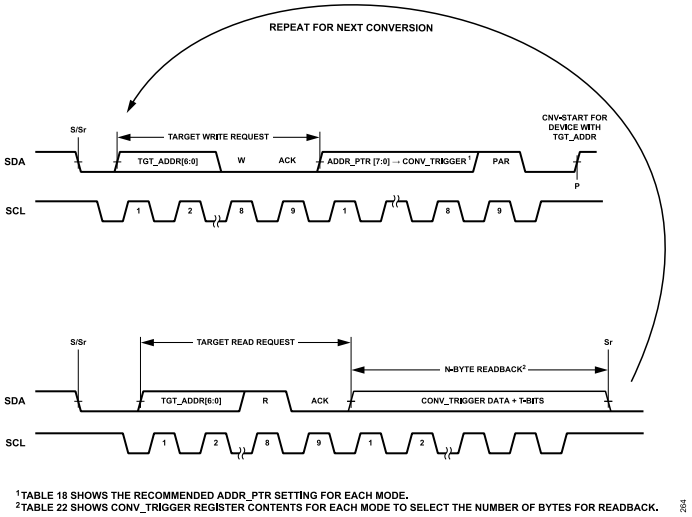

Figure 67. Using CONV_TRIGGER to trigger ADC conversions
To trigger an ADC conversion using the CONV_TRIGGER register, perform an I3C write to the target device, and update the ADDR_PTR to point to any of the register addresses of CONV_TRIGGER (0x56 to 0x59). The convert-start trigger occurs on the SDA rising edge of the stop (P) as shown in Figure 67. In sample mode, the convert-start trigger results in a single conversion. In burst averaging mode, the convert-start trigger results in a burst of multiple conversions which are used to generate a single averaged result (see the Modes of Operation section).